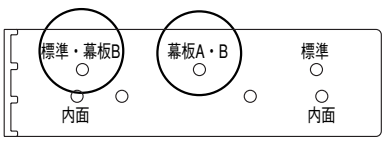

図10-11　孔開け治具
- 孔開け治具の○印の孔を使ってください。（図10-11参照）